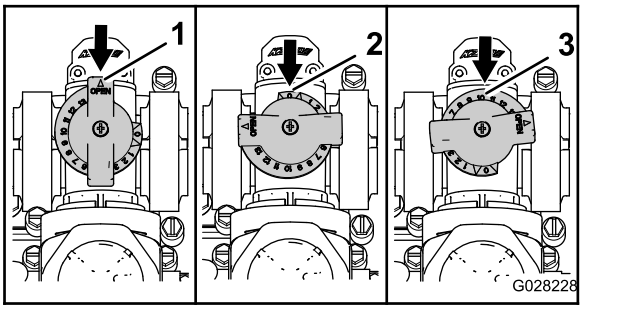

**Figur 75**
- Risteomløpsventilen er i fullstendig åpen posisjon som vist i A i Figur 75.
- Risteomløpsventilen er i lukket (0) posisjon som vist i B i Figur 75.
- Risteomløpsventilen er i middels (justert i henhold til trykkmåleren for spredersystemet) posisjon som vist i C i Figur 75.